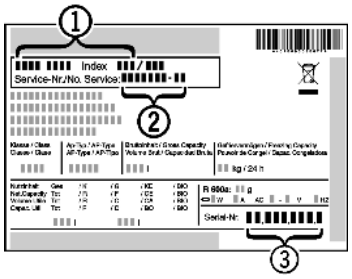

*Fig. 55*
▶ Read off the appliance name *Fig. 55 (1)*, service no. *Fig. 55 (2)* and serial no. *Fig. 55 (3)* from the model plate. The model plate can be found on the inside of the appliance on the left.